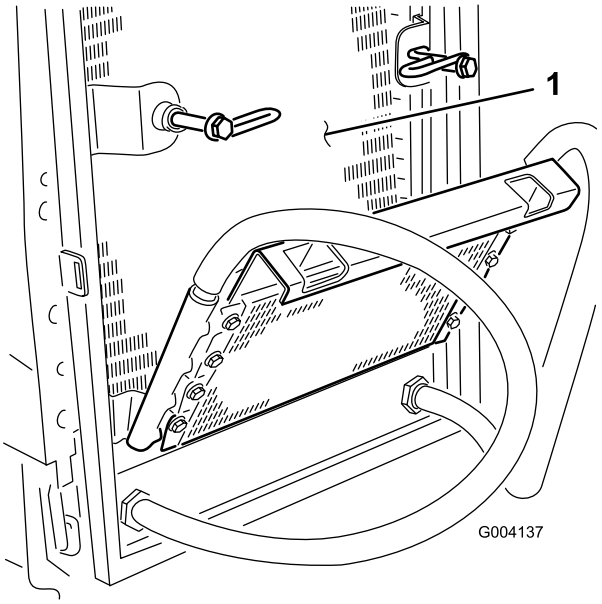

Figur 59
7. Start fra viftesiden av radiatoren og blås ut rusk med trykkluft på lavt trykk (3,45 bar) (bruk ikke vann). Gjenta trinnet fra forsiden av radiatoren og ytterligere én gang fra viftesiden. Rengjør begge sidene av oljekjøleren grundig. Etter at radiatoren og oljekjølerne er grundig rengjort, fjern eventuelt smuss som kan ha samlet seg på andre deler av maskinen (Figur 59) med trykkluft.